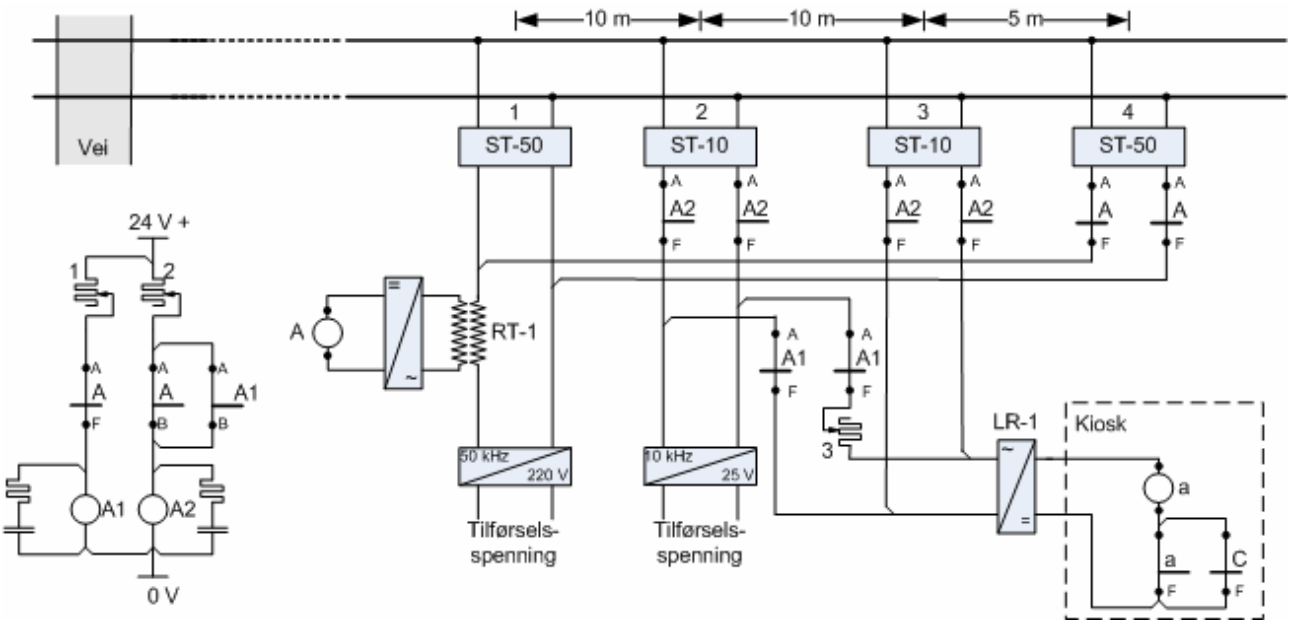

Figur 7.c.3 10/50 kHz Innkoblingsfelt for veisikringsanlegg
10/50 kHz innkoblingsfelt for veisikringsanlegg består av to sporfelter. Et 10 kHz sporfelt som benyttes for innkobling når tog kjører mot planovergangen, og et 50 kHz sporfelt som benyttes for forbikobling når tog kjører fra planovergangen. Feltene er koblet sammen som vist i figur 7.c.3.
a) 10/50 kHz innkoblingsfelt for veisikringsanlegg skal være utført i henhold til prinsippene vist i figur 7.c.3.